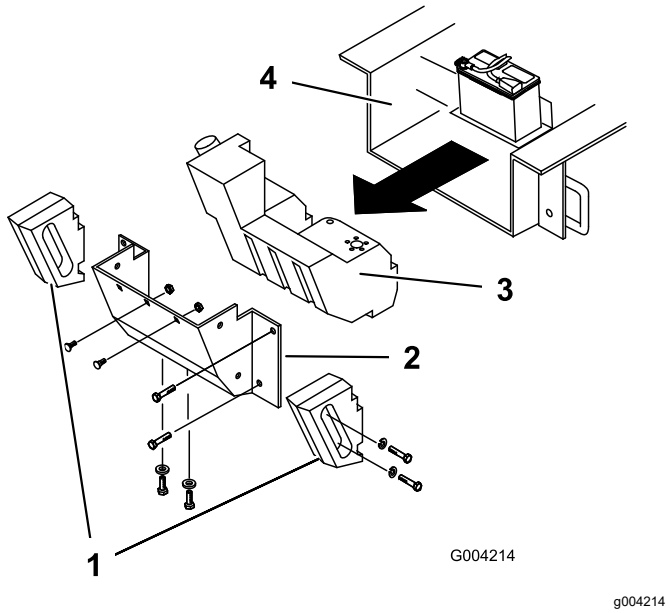

Figuur 65
Open de motorkap en inspecteer regelmatig het gebied onder de motor met behulp van een zaklamp. Als de laag vuil 2,5 tot 5 cm dik is, voltooi dan de volgende procedure (raadpleeg Figuur 65 tijdens deze procedure):
5. Verwijder de bouten, ringen en borgringen waarmee de 2 zijgewichten zijn bevestigd en verwijder de gewichten (Figuur 65).
8. Verwijder de 6 moeren en bouten waarmee het achterpaneel is bevestigd; verwijder het paneel (Figuur 65).
10. Schuif de brandstoftank naar achteren (Figuur 65).
17. Schuif de brandstoftank gedeeltelijk in het chassis (Figuur 65).
23. Plaats het achterpaneel terug en bevestig het met de 6 bouten en moeren die u eerder hebt verwijderd (Figuur 65).
25. Monteer de zijgewichten met de bouten, ringen en borgringen die u eerder hebt verwijderd (Figuur 65).